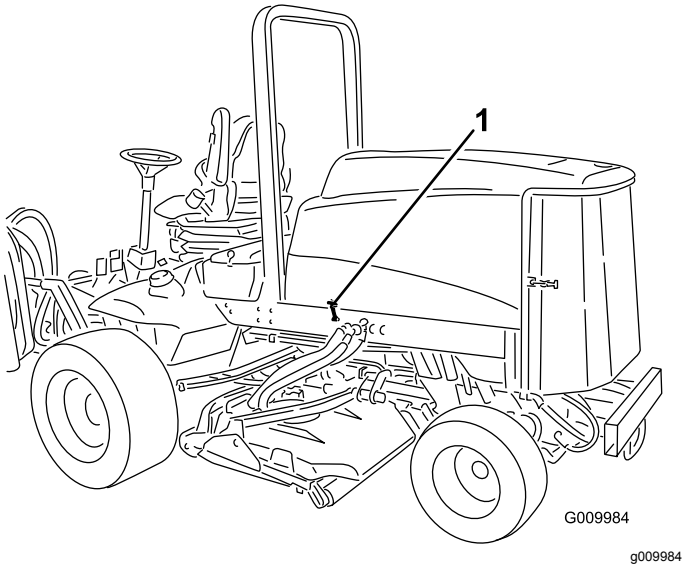

**Figur 42**
1. Lås motorhjelmen op (Figur 42), og drej motorhjelmen op.